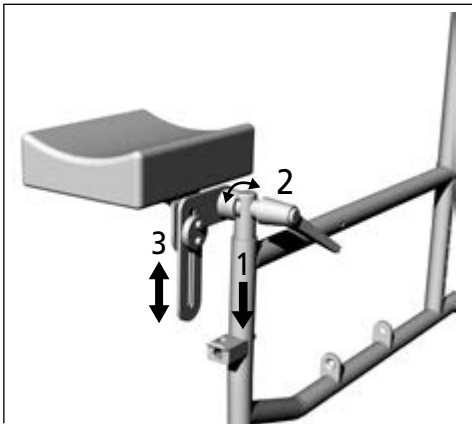

afb.37
2. Pak de amputatiesteun bij de voering vast en plaats deze van bovenaf in de framebuis (1, afb. 37).
1. Draai de klemhendel linksom (2, afb. 37).
1. Draai beide inbusbouten los (3, afb. 37).